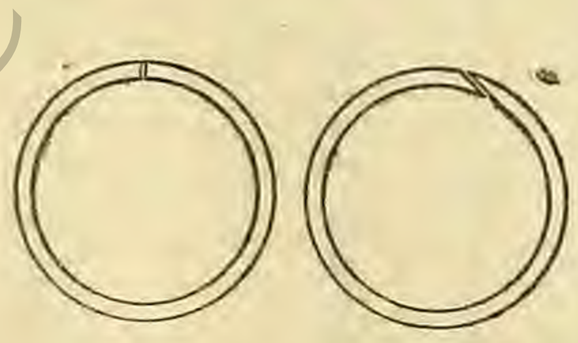

Рис. 531.
1) *Трубы, сваренные в стык* (рис. 531, справа). — Такие трубы применяются в тех случаях, когда жидкости и газы имеют малое давление (4—5 атмосфер).
2) *Трубы сваренные в накладку* (рис. 531, слева), употребляемые для жидкостей и газов большого давления.